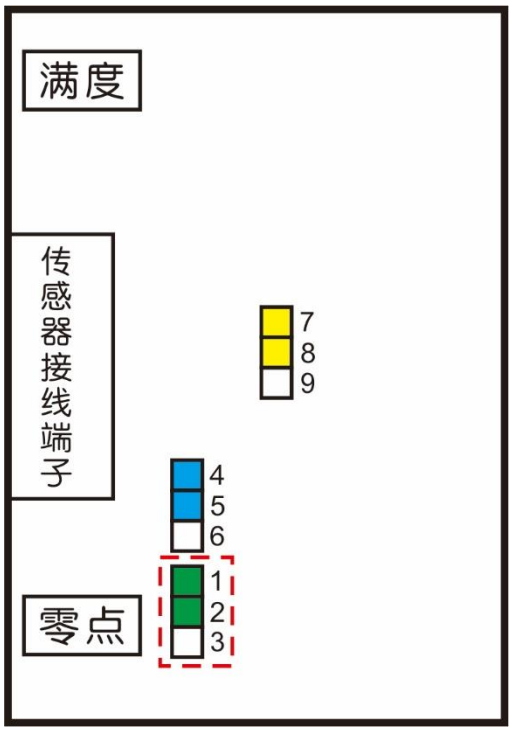

Fig.4 The positive direction of the zero point is large
(1) Open the sensor housing and remove the circuit board
(2) If the forward direction is large, such as the zero point output of 3V or 9mA, unplug the green jumper cap near the zero potentiometer, and then plug it into the position as shown in Figure 4 above (1 and 2 short connections)